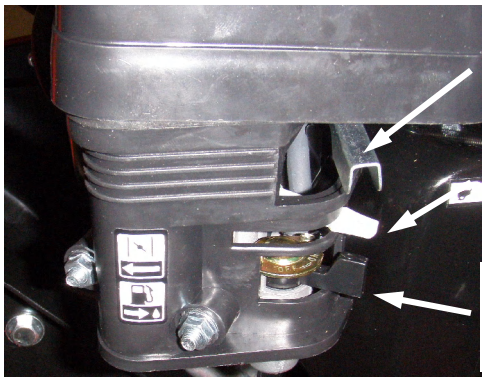

Рис. 14.
2. Перевести рычаг крана подачи топлива вправо, в положение “Открыто” (см. рис.14).
4. Установить рычаг управления дроссельной заслонкой, расположенный на рукоятке управления (см. рис.15) (если он установлен) или на блоке управления двигателем (см. рис.14), в положение “Заяц”/ .